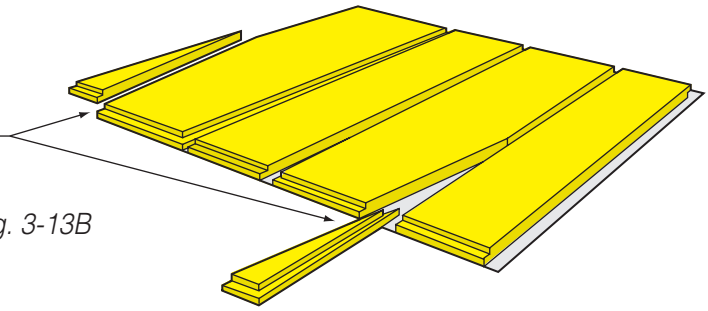

Fig. 3-13B
2. Make straight knife cut through insulation and facing along diagonal lines A - B and A' - B' (Fig. 3-13B). Remove and discard triangular scrap. Trim facing to 2" (51mm) (approx.) for staple flaps.